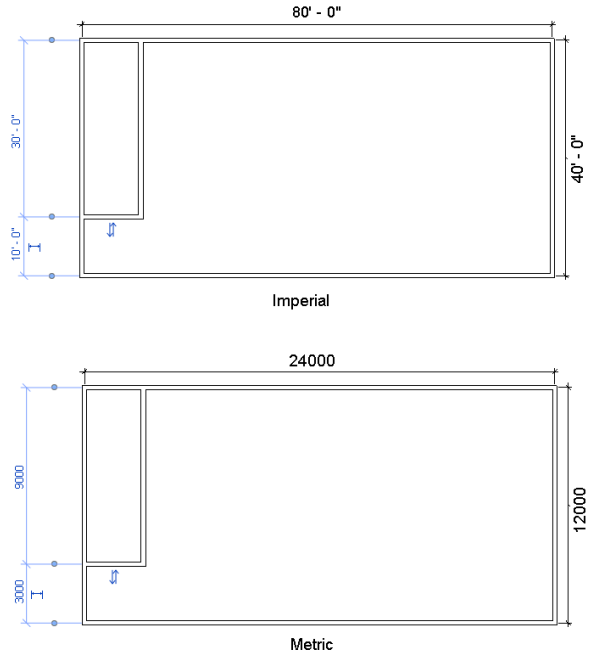

Figure 3-66 *Specifying the first interior wall segment*
2. Next, move the cursor vertically downward and enter **30'** for Imperial (**9000 mm** for Metric) and close the wall segment, as shown in Figure 3-66; the interior wall segment is sketched.